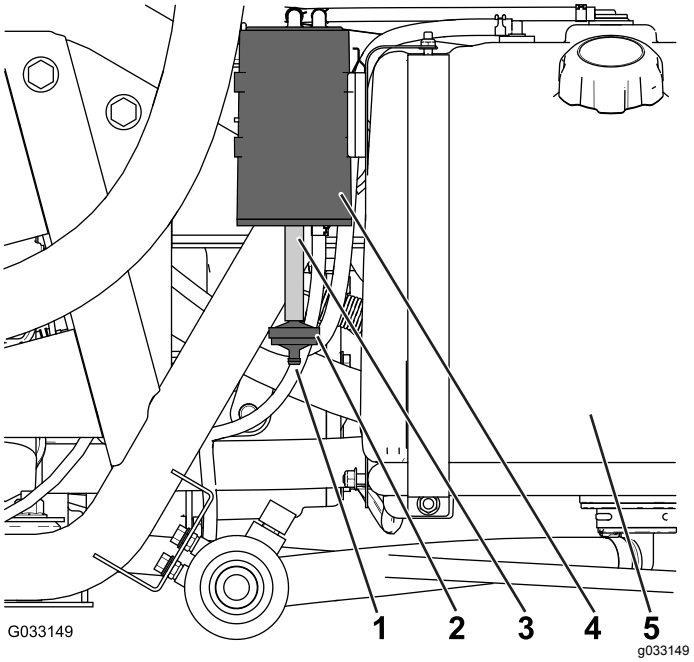

**Rysunek 45**
Sprawdź otwór u dołu filtra powietrza węglowego pochłaniacza oparów i upewnij się, że jest czysty, drożny i wolny od zanieczyszczeń (Rysunek 45).
1. Odłącz przyłącze karbowane filtra w węglowym pochłaniaczu oparów od węża w dolnej części pochłaniacza, a następne zdejmij filtr (Rysunek 45).